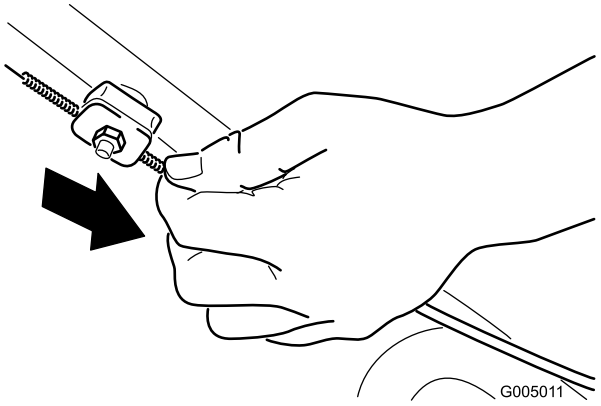

Bild 29
2. Ziehen Sie den Kabelmantel (zur Maschine), bis das Kabel stramm ist (Bild 29).